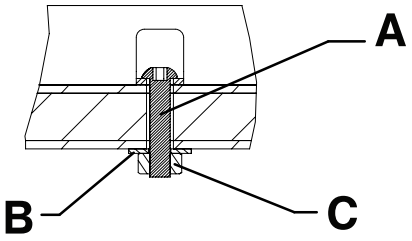
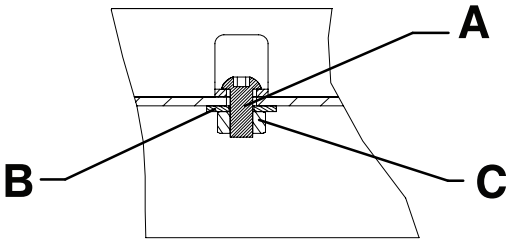

Рисунок 12 – Направляющие для напольного монтажа — вид 5A
Рисунок 13 – Направляющие для крепления на погрузочной платформе — вид 5B
5. Прикрепите направляющие к полу или погрузочной платформе с помощью двух винтов M8 с полукруглыми головками (A), двух плоских шайб M8 (B) и двух гаек M8 (C) (не входят в комплект поставки) (Рисунок 12 или Рисунок 13).